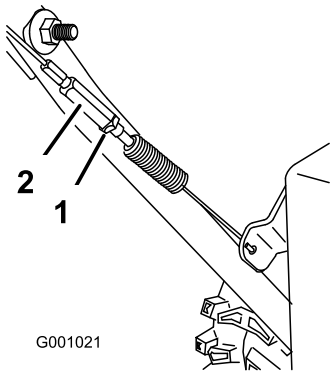

Figur 46
3. Dra åt kontramuttern (Figur 46).